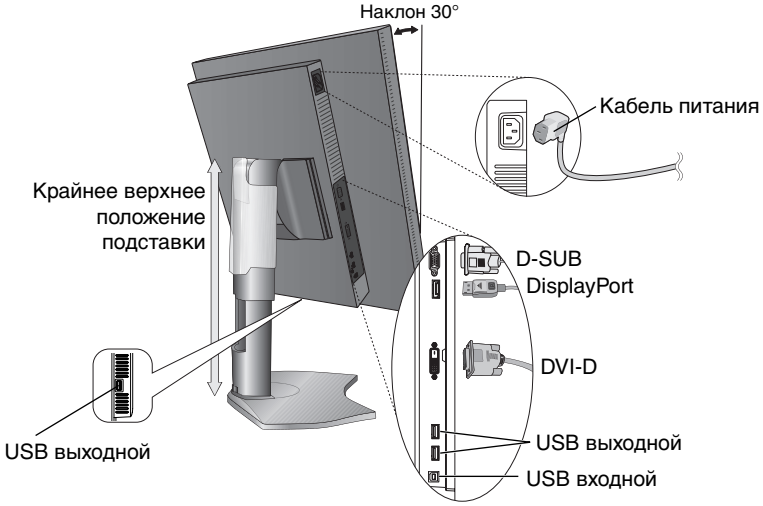
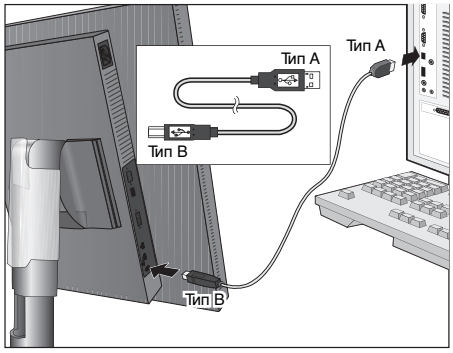

Рисунок C.1
Рисунок C.1a
4. Подключите все кабели к соответствующим разъемам (**Рисунок C.1**). С помощью кабеля USB соедините разъем типа B с входным портом USB справа на задней панели монитора, а разъем типа A – с выходным портом компьютера (**Рисунок C.1a**). При использовании кабеля от USB-устройства выполните подключение к одному из выходных портов монитора.